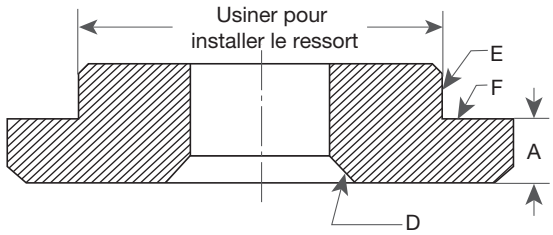

Figure 46 : Soupapes F, G, H de rondelle élastique inférieure
1. Sécuriser le tuyau d'échappement (40) dans la base (1) en augmentant ou en le sertissant dans le trou prévu. L'extrémité supérieure du tube éjecteur doit projeter au-dessus de la surface de guidage de la base à environ 0,125˝ (3,18 mm) et l'extrémité inférieure doit pointer directement ou carrément vers la sortie de la soupape. Une fois la soupape assemblée, le trou au niveau du bord extérieur de la bride de guidage doit être adapté de manière lâche autour de la projection du tube éjecteur.
2. Pour les orifices de soupape F, G et H seulement, usiner la nouvelle rondelle élastique inférieure (17) (voir Figure 46 et Tableau 23).
**Remarque :** Si indiqué sur les surfaces D et E (voir la Figure 46), la fin de réseau au niveau de la surface F ne doit pas dépasser 0,005˝ (0,127 mm) sur l'indicateur.
**Remarque :** Lorsque cela est indiqué sur les surfaces D et E (voir la Figure 46), le faux-rond au niveau de la surface F ne doit pas dépasser 0,005˝ (13 mm) sur l'indicateur.